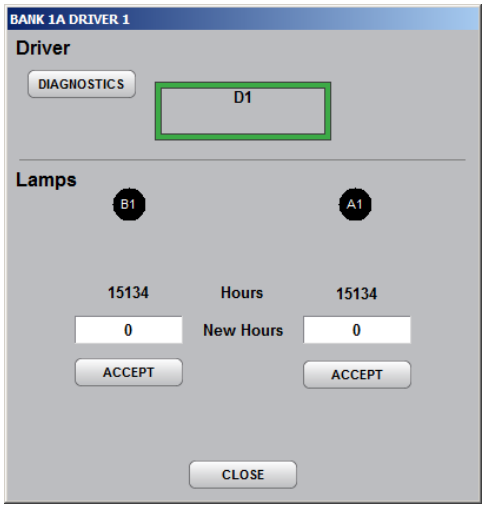

Figure 34 Lamp Driver Detail Screen
1. From the Lamp Driver Detail Screen (Figure 34), select either ENABLED or DISABLED button.